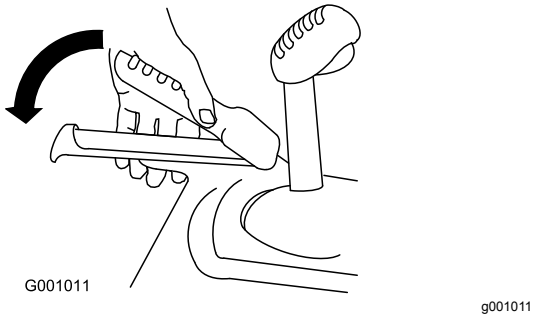

Figur 10
3. Klem den venstre trekkfunksjonsspaken til håndtaket (Figur 10).
6. Klem den venstre trekkfunksjonsspaken til håndtaket (Figur 10).